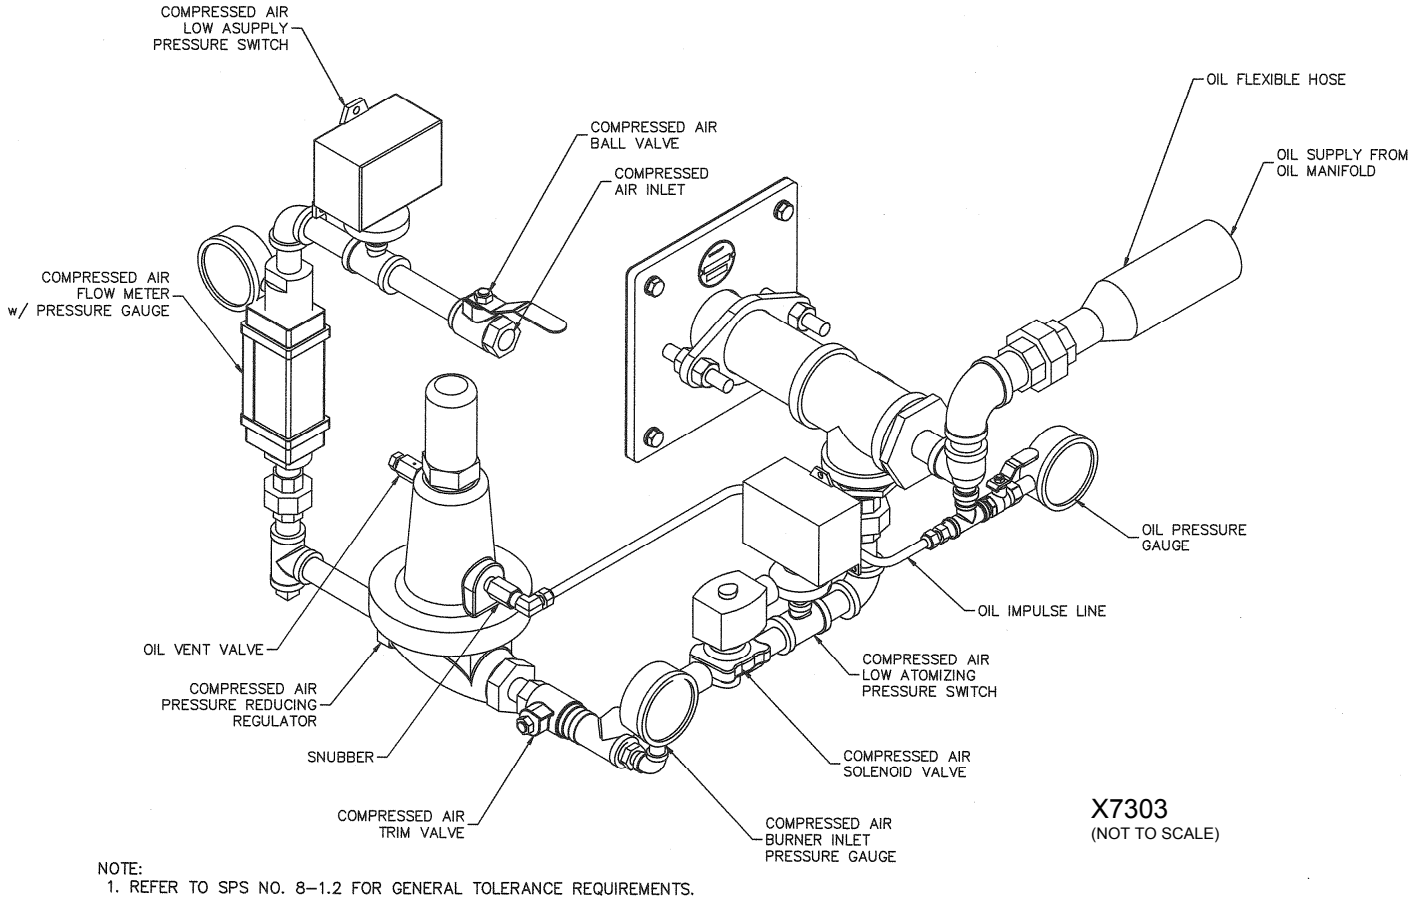

Figure 17. Compressed Air Manifold Detail
1. Air and fuel flows and pressures can be observed at the burner using the compressed air and fuel flow meters and corresponding pressure gauges (see Figure 17).
2. Compressed air supply pressure to the inlet of the compressed air manifold must be 90 psig (620 kPa) or greater. The supply pressure is measured via the gauge on the inlet to the compressed air flow meter (see Figure 17). The compressed air low supply pressure switch is preset at 60 psig (414 kPa). Set point adjustment may be required depending on the burner and compressed air piping specifics.
4. Final compressed air flow and pressure adjustment is made via the compressed air trim valve (see Figure 17). With the burner at high fire, adjust the trim valve until the compressed air burner inlet pressure gauge, located downstream of the trim valve, reads approximately 60 psig (414 kPa). The compressed air low atomizing air switch is preset at 5 psig (34.5 kPa). Set point adjustment may be required depending on the burner and compressed air piping specifics.